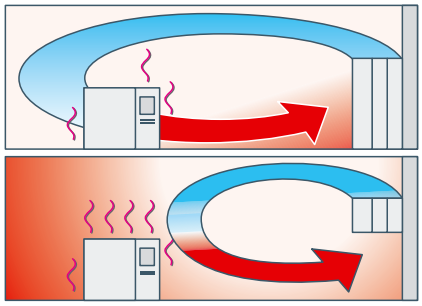
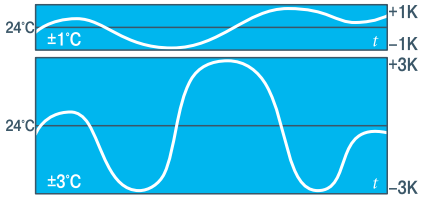

Рис. 1. Возникновение тепловых барьеров
Рис. 2. Точное поддержание заданной величины температуры воздуха
1. Заниженный расход воздуха не позволяет обдувать все оборудование полностью, поэтому возникают тепловые барьеры в дальних углах помещения и возле оборудования (рис. 1). Следствием небольшой кратности рециркуляционного воздухообмена в помещении является невозможность точно поддерживать параметры температуры воздуха (рис. 2).